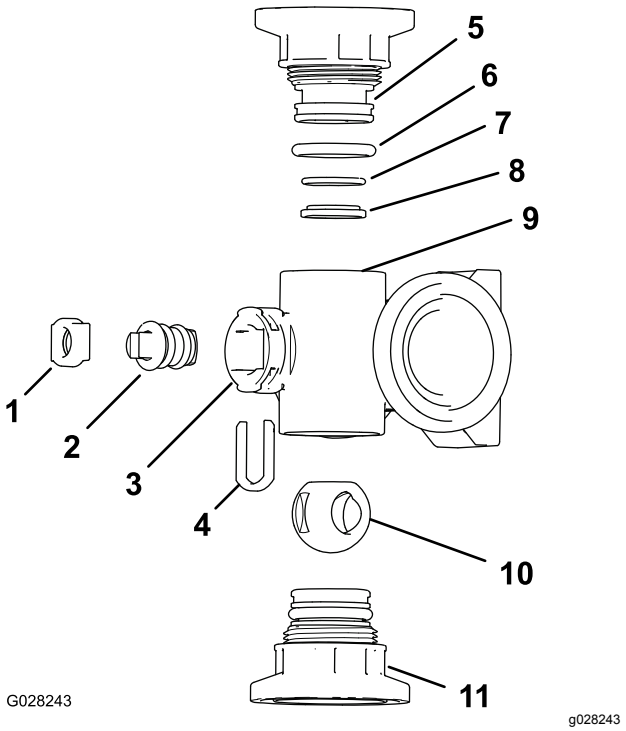
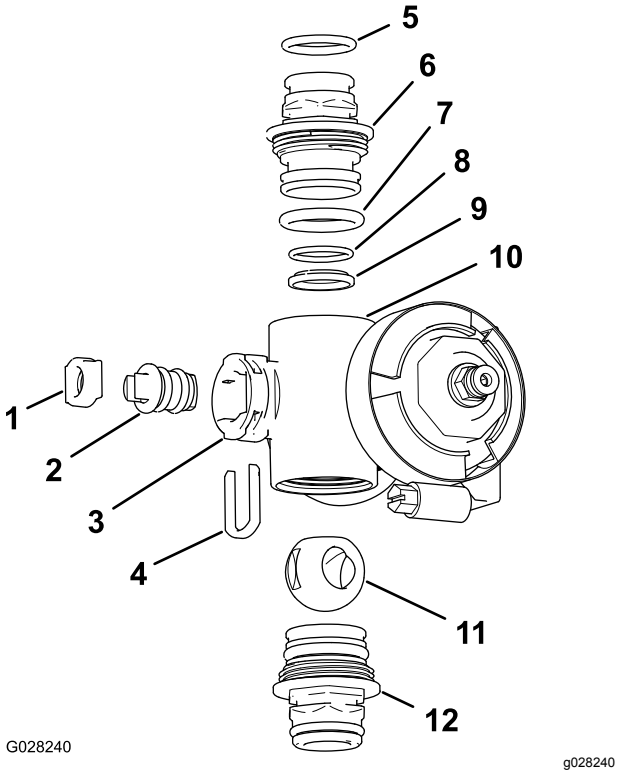

Rysunek 77
Rysunek 78
2. Zdjąć 2 zespoły zamknięć końcowych z każdego końca korpusu rozgałęźnika (Rysunek 77 i Rysunek 78).
4. Wyjmij element ustalający trzpienia z nacięć w króćcu trzpienia w rozgałęźniku (Rysunek 77 oraz Rysunek 78).
5. Wyjmij element ustalający trzpienia i siedzisko trzpienia zaworu z rozgałęźnika (Rysunek 77 oraz Rysunek 78).
6. Sięgnij do wnętrza korpusu rozgałęźnika i wyjmij zespół trzpienia zaworu (Rysunek 77 oraz Rysunek 78).
1. Sprawdzić stan pierścieni samouszczelniających złącza wylotu (tylko rozgałęziacz zaworu sekcji), zamknięć końcowych, siedziska i tylnego siedziska kuli pod kątem uszkodzeń i zużycia (Rysunek 77 i Rysunek 78).
2. Nałóż smar silikonowy na trzpień zaworu i włóż go w siedzisko trzpienia zaworu (Rysunek 77 i Rysunek 78).
3. Zamontuj trzpień zaworu i siedzisko do rozgałęźnika i zamocuj trzpień i siedzisko za pomocą elementu ustalającego trzpień (Rysunek 77 oraz Rysunek 78).
4. Upewnij się, że pierścień o-ring tylnego siedziska oraz siedzisko kuli są odpowiednio ustawione i osadzone w zamknięciu końcowym (Rysunek 77 oraz Rysunek 78)
5. Zainstaluj zespół zamknięcia końcowego do korpusu rozdzielacza, aż kołnierz zamknięcia końcowego dotknie korpusu rozdzielacza (Rysunek 77 i Rysunek 78), następnie obróć zamknięcie końcowe dodatkowo o od 1/8 do 1/4 obrotu.